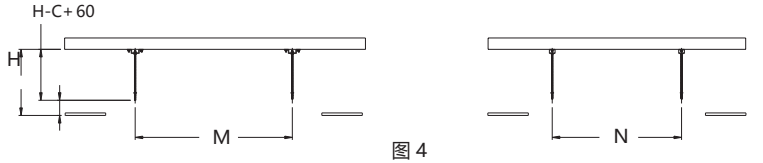
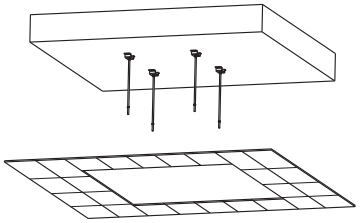

图 4
图 5
3.按图4及表格所示根据升降架的型号，确定安装架的安装距离M、N，用膨胀螺丝将各安装架固定在房顶上，如图5所示。